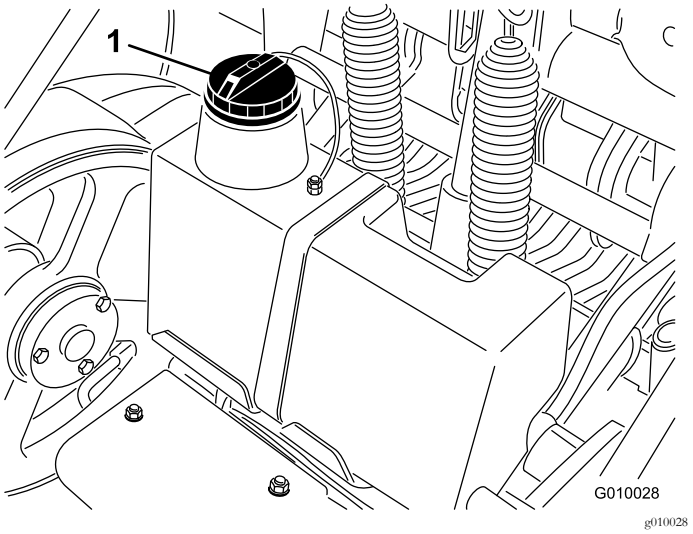

Figur 18
3. Rengør området omkring påfyldningshalsen og hydrauliktankens dæksel (Figur 18). Fjern dækslet fra påfyldningsstudsen.